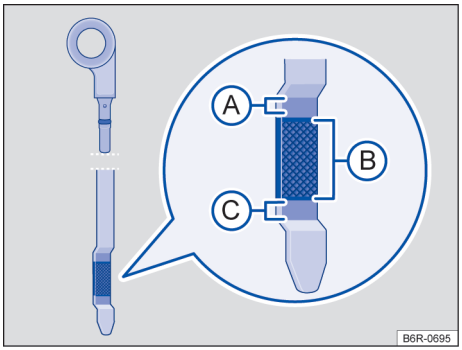

Fig. 177 Vareta de medição do óleo com marcas de nível do óleo do motor.
Em caso de alta demanda do motor, o nível do óleo do motor deve estar o mais próximo possível da área → Fig. 177 Ⓐ – sem ultrapassar, como, por exemplo, em longas conduções em estrada durante o verão ou durante travessias de montanhas. ◁
Legenda para → Fig. 177:
7. Retirar novamente a vareta de medição do óleo e ler o nível do óleo do motor na vareta de medição → Fig. 177 da seguinte maneira:
13. No final do processo de abastecimento do óleo, o nível do óleo do motor deve estar, ao menos, no meio da área → Fig. 177 Ⓑ, mas jamais acima da área Ⓐ → ⓘ.
14. Se, por descuido, tiver sido reabastecido excesso de óleo do motor e se, depois disso, o nível do óleo se encontrar acima da faixa → Fig. 177 Ⓐ, **não dar partida no motor.** Procurar uma Concessionária Volkswagen ou uma empresa especializada.
- Não ligar o motor se o nível do óleo do motor estiver acima da área → Fig. 177 Ⓐ. Procurar uma Concessionária Volkswagen ou uma empresa especializada. Caso contrário, o catalisador e o motor podem ser danificados!
O nível do óleo do motor não deve em nenhuma hipótese ultrapassar a área → Fig. 177 Ⓐ. Com o nível acima dessa área, o óleo pode ser aspirado pela ventilação do cárter, sendo lançado na atmosfera pelo sistema de escape. Além disso, o óleo pode ser queimado dentro do catalisador, danificando-o.